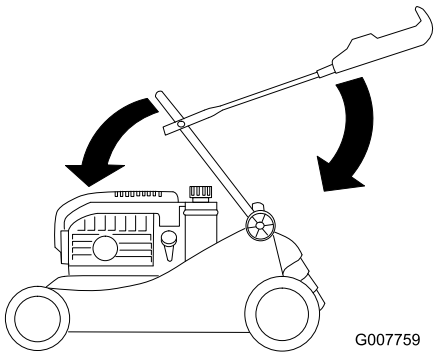

Figura 37
3. Piegate con cautela la sezione inferiore della stegola in modo che poggi sul motore (Figura 37).
4. Piegate con cautela la sezione superiore della stegola finché non raggiunge la posizione orizzontale (Figura 37).